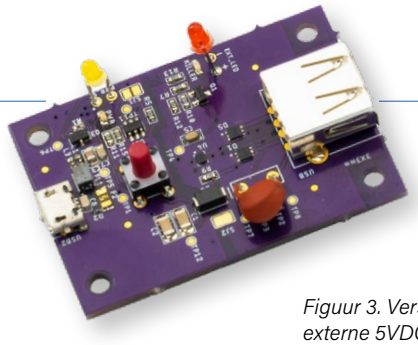

Figuur 3. Versie 2 heeft een externe 5VDC-voeding nodig.
2. Een extern gevoede versie omdat het moeilijk is om (apparaten met) LiPo-accu's te verzenden, en we wilden de USB-killer-detector online verkopen. Deze heeft een microUSB-kabel nodig die 5 V levert (**figuur 3**). Gebruik een telefoonlader voor de voeding, niet je computer.